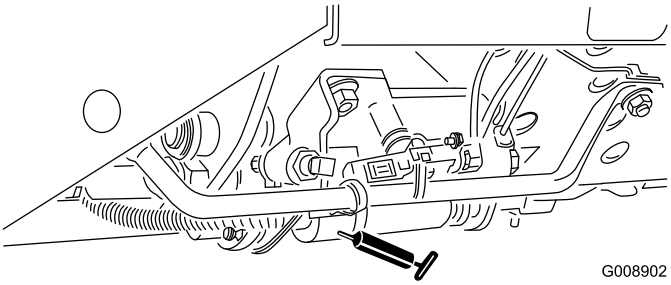

Figur 44
- Klippe-/transportpedal (Figur 44)